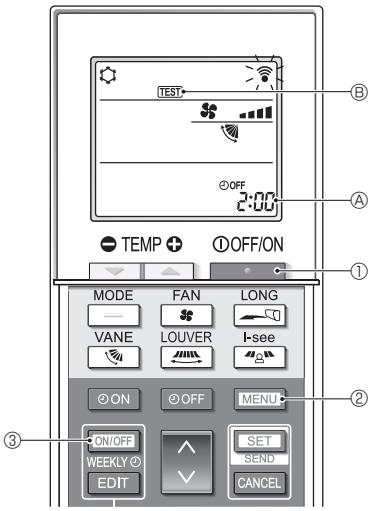

Fig. 7-5
■ **Prueba de funcionamiento (Fig. 7-5)**
1. Pulse el botón [ON/OFF] ① para detener el acondicionador de aire.
- Si el temporizador semanal está activado (se muestra WEEKLY), pulse el botón [ON/OFF WEEKLY] ③ para desactivarlo (no se muestra WEEKLY).
2. Pulse el botón [MENU] ② durante 5 segundos.
3. Pulse el botón [MENU] ②.